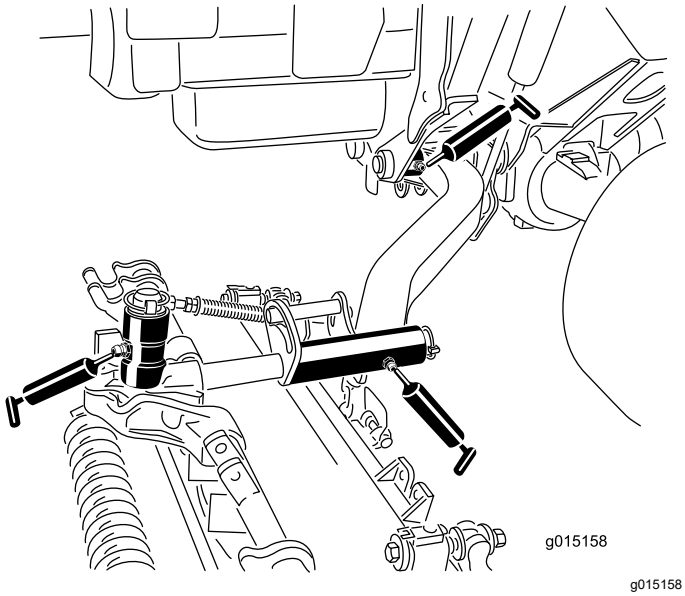

Figur 83
- Løftearmens drejetapsbøsninger (1 pr. klippeenhed) (Figur 83)
- Klippeenhedens bæreramme (2 pr. klippeenhed) (Figur 83)
- Klippeenhedens løftearmsdrejetap (1 pr. klippeenhed) (Figur 83)